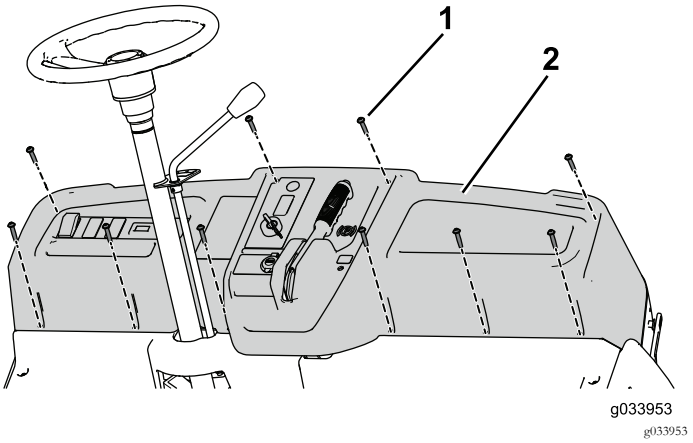

Figura 32
9. Utilizzate le 10 viti (¼" x 1¼") per fissare il cruscotto alla macchina (Figura 32).